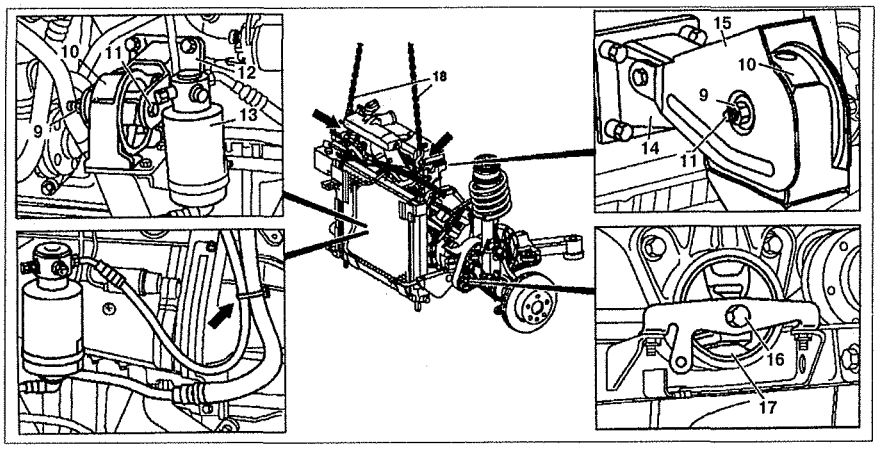

Рис. 4.8. Снятие двигателя:
38. Обрежьте стяжную ленту (стрелка) крепления трубок системы кондиционирования и снимите бачок **13** с кронштейна вместе с трубками и отсоедините их (см.рис.4.8).